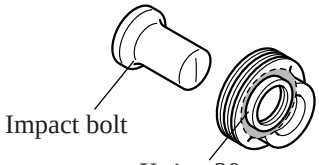

Fig. 33
(1) Apply the grease to O rings and X ring for securing the function of grease pack system. The dust which can damage the O ring, X ring and cylinder, has to be taken off.
(2) When inserting impact bolt into seal holder, be careful, not to damage the rip of X ring 30. See Fig. 33.